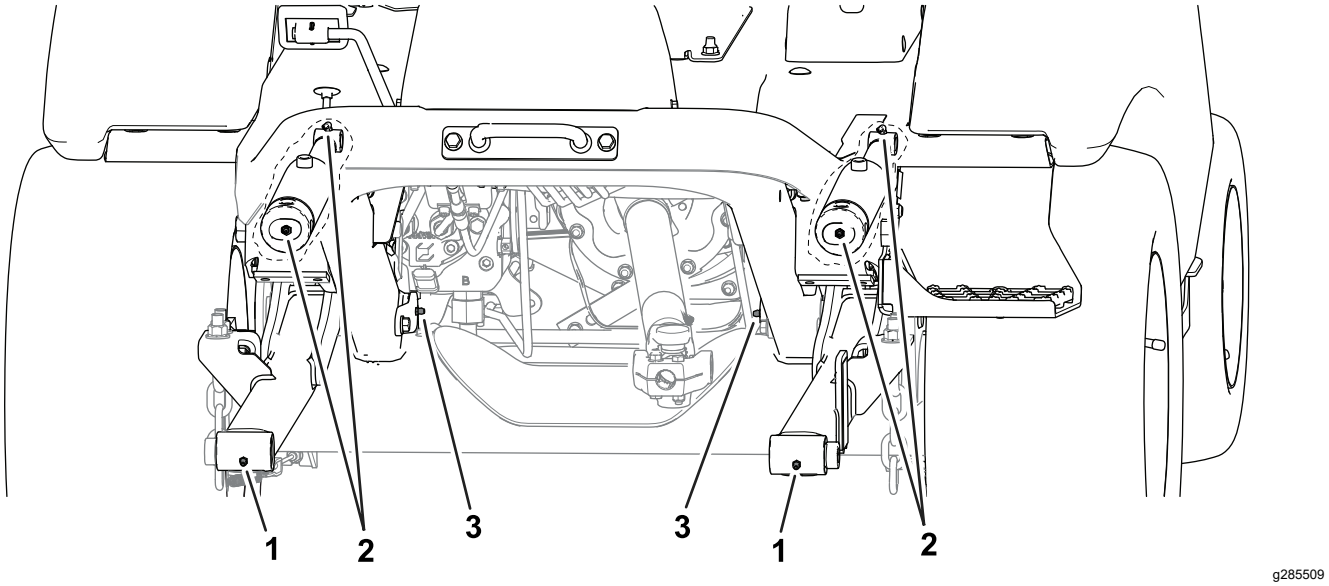

Figuur 50
- **Voorzijde van de machine** (Figuur 50):
- Scharnierbussen van werktuig (2)
- Lagerbussen van hefcilinder (2)
- Draaipennen van hefarm (2)